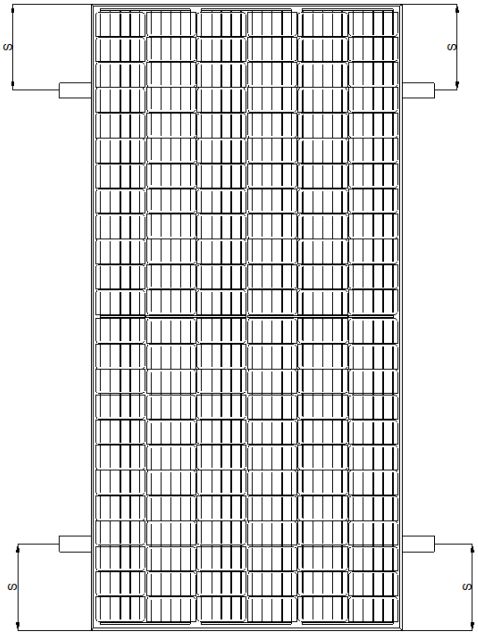

Figures 6: 259mm＜s＜309mm
4) Long EdgePerpendicular to Array Rails (Figure 6)长边与阵列导轨垂直（图6）
The modules may also be mounted using clips on the long sides of the module when the array rails are perpendicular to the long sides, as shown in Figure 6. The clip centerlines must be between 259mm and 309mm from the ends of the module. Note that the mounting clips should meet the minimum dimensions (catch width of 5mm and length of 30mm) shown in Figure 4 a). The array rails must support the bottom of the modules and must be continuous pieces (no breaks in the rail).
当长边与阵列导轨垂直时，也可以使用压块在组件的长边安装，如图6所示。压块的中心位置距离组件末端距离在259-309mm之间。注意：安装压块应满足最小尺寸（被卡住的5mm宽，30mm长）如图4 a）所示。阵列的导轨必须支撑组件的底部，导轨必须是连续的（导轨无断裂）。